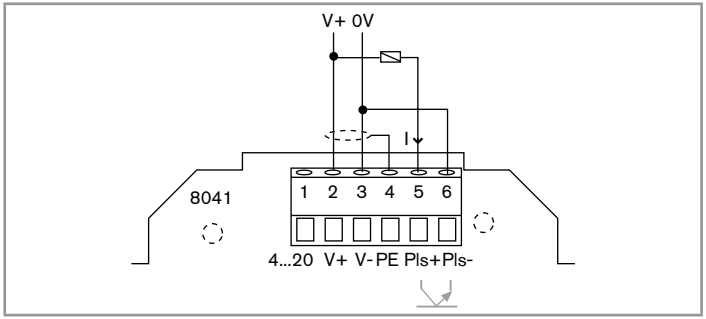

Bild 21: Anslutning av frekvensutgången till en elektromekanisk räknare eller ett relä
- eller till en last, t.ex. en elektromekanisk räknare eller ett relä (se Bild 21),